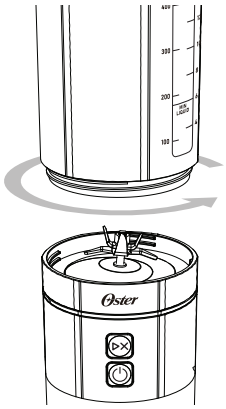
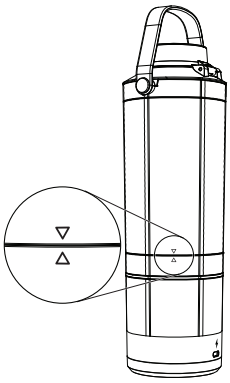

Figure 4
Figure 5
3. Fixez le bocal sur la base du moteur. Tournez-le vers la droite pour serrer (Figure 4). Assurez-vous que la flèche graphique sur le bocal est alignée avec la flèche sur la base du moteur (Figure 5).